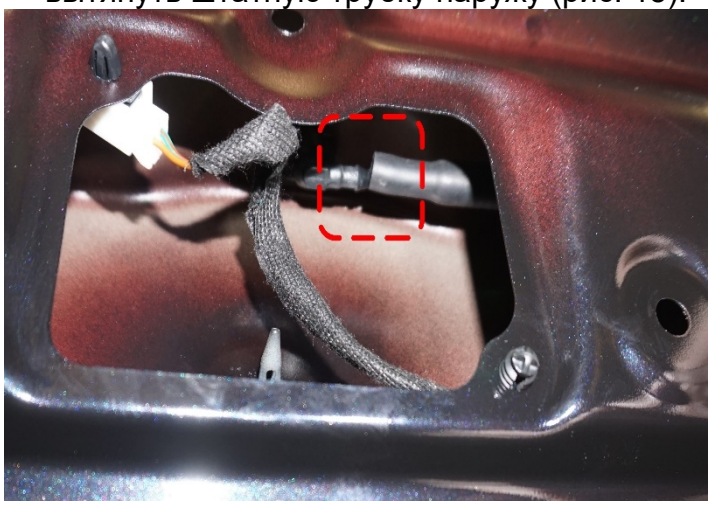

Рисунок 15 – Расположение соединения трубки
1. Во внутренней полости багажного отделения находится магистраль подачи жидкости → отсоединить клипсу (фиксатор трубки штатного омывателя) съемником [2] от кузова автомобиля → вытянуть штатную трубку наружу (рис. 15).